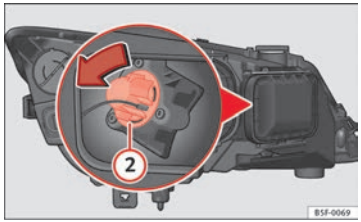

Fig. 184 Turn signal bulb
- Turn the bulb holder ⇒ Fig. 184 (2) to the left and pull.